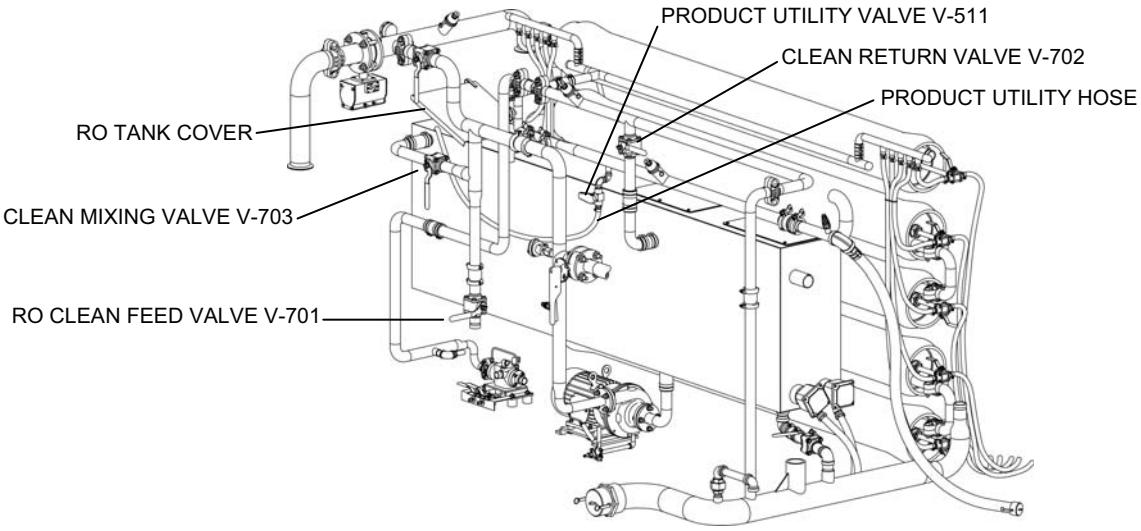

Figure 6. Valves for RO Preservation Flush
c. Direct the product utility hose to discharge into the RO feed tank through the open tank cover (Figure 6).